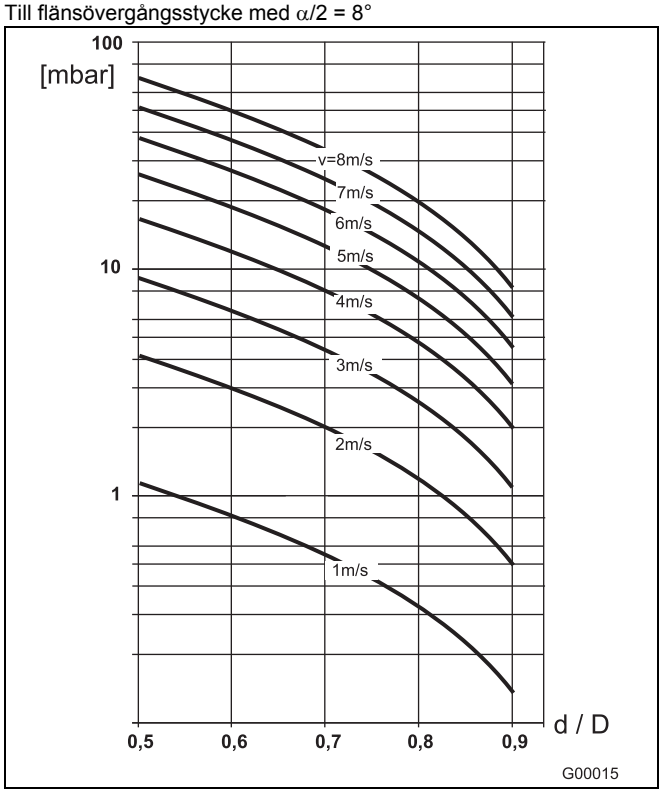

Bild 20
2. Flödeshastigheten finns i genomflödesnomogrammet (Bild 20).
3. Avläs tryckförlusten i Bild 20 på Y-axeln.